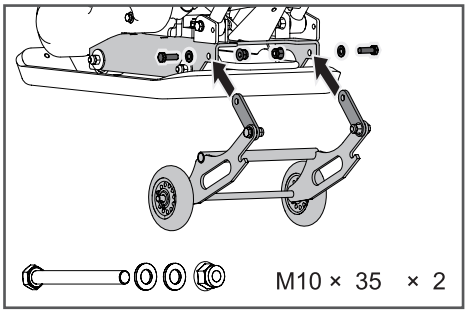

Рис. 6 Установка транспортировочной тележки
1. Совместите отверстия в соединительных пластинах тележки и раме виброплиты, как показано на Рис. 6, и вставьте в отверстия болты М10 из комплекта крепежа тележки и закрутите гайки.